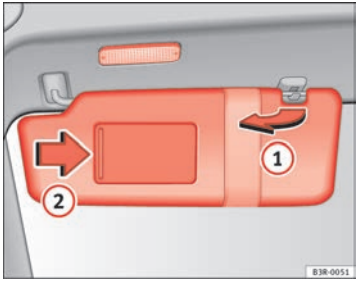

Fig. 98 Sun visor
The sun visors (1) for the driver and the front passenger can be pulled out of their mountings in the centre of the vehicle and turned towards the doors ⇒ fig. 98.